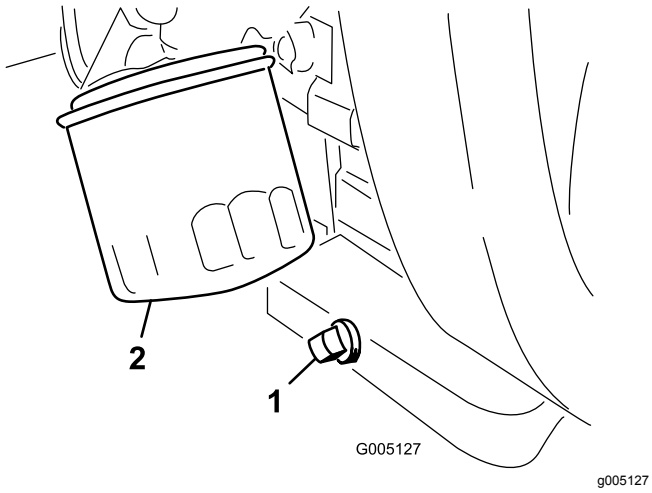

**Figur 42**
1. Ta bort avtappningspluggen (Figur 42) och låt oljan rinna ned i ett avtappningskärl.
2. Rengör gängorna på avtappningspluggen, stryk på PTFE-tätning och sätt tillbaka avtappningspluggen (Figur 42).
3. Avlägsna oljefiltret (Figur 42).